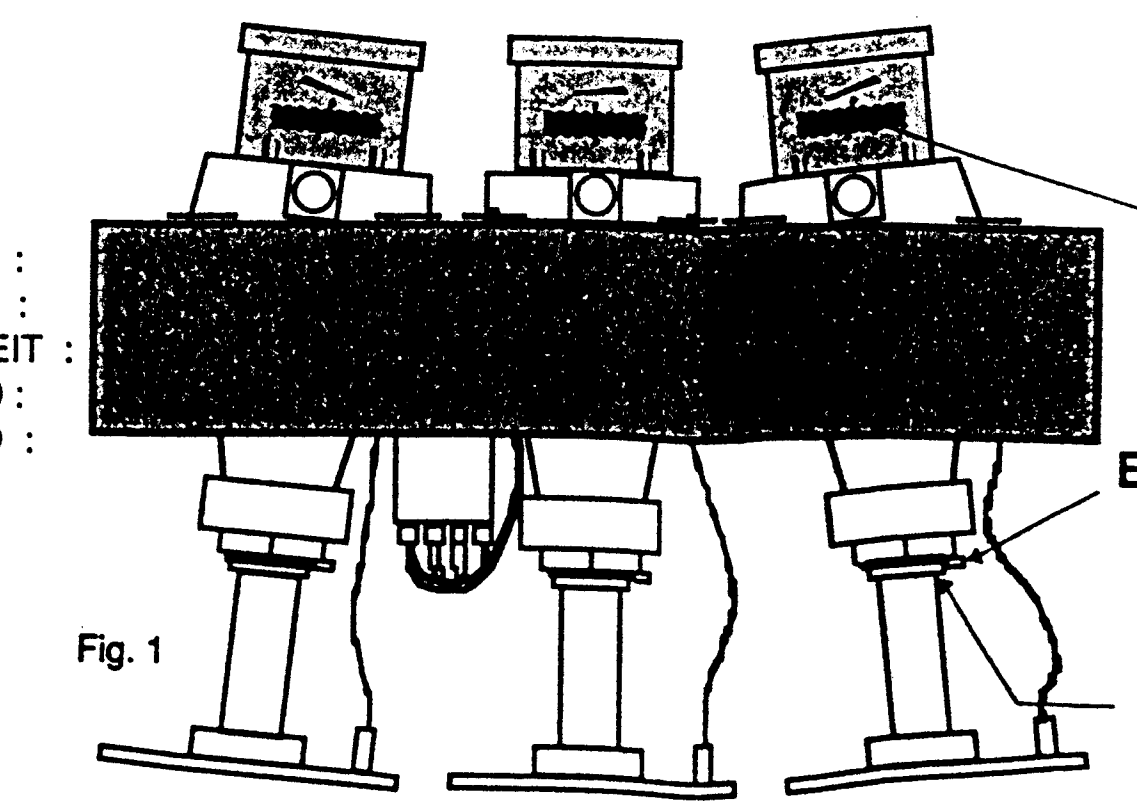

Fig. 1
| GREEN DEFLECTION YOKE POSITIONPOSITION DEVIATEUR VERTPOSITION DER ABLENKEINHEIT FÜR GRÜNPOSIZIONE DEL GIOGO DI DEVIAZIONE MAGNETICA VERDE.- POSICIÓN DEL DESVIADOR VERDE. | (EN) - Loosen the deflection yoke securing screw B ( See Fig.1 p.22).- Rotate the deflection yoke until the centre line of the grid pattern is horizontal.- Whilst push the deflection yoke hard up against the tubes bulb, tighten the securing screw B with a non-magnetic driver to a torque of 80 +/- 10 cm.Newton's ( See Fig.1 p.22).(FR) - Desserer la vis de blocage B ( Fig. 1 p.22).- Tourner le déviateur pour obtenir la ligne centrale de la mire la plus horizontale possible.- Pousser le déviateur dans la direction du col, et serrer la vis de blocage B avec un outil non magnétique (80 +/- 10 cm.N de couple) . (Voir Fig. 1. p.22).(DE) - Lösen Sie die Schraube B der Ablenkspule (Siehe Fig. 1 Seite 22).- Drehen Sie die Ablenkeinheit so, daß die Mittellinie des Gitters horizontal verläuft.- Drücken Sie die Spule fest in Richtung Röhrenkörper, wenn Sie die Schrauben mit einem nichtmagnetischen Werkzeug anziehen (80 +/- 10 N/cm Drehmoment) (Siehe Fig. 1 Seite 22).(IT) - Svitare la vite B del giogo magnetico (Vedere Illustrazione a pag.22).- Ruotare il giogo di deviazione magnetica in modo che la linea centrale della griglia sia orizzontale.- Spingere energicamente il gioco magnetico verso il bulbo del tubo e serrare la vite del giogo con un utensile non magnetico (utensile dinamometrico 80 +/- 10cm.). Vedere Illustrazione 1 a pag.22.(ES) - Afloje el tornillo B del desviador (véase el dibujo 1, página 22).- Gire el desviador para que la línea central de la rejilla esté horizontal.- Empuje el desviador con fuerza en la dirección de la bombilla del tubo y ajuste el tornillo del desviador con una herramienta no magnética (80 +/-10 cm.N, véase par). Vea el dibujo,página 22. | | | - Rotate the Green deflection yoke.- Tourner le déviateur Vert.- Drehen Sie die Ablenkeinheit für "Grün"- Ruotare il giogo di deviazione magnetica Verde.- Gire el desviador verde. |
| MAINFOCUS Red*FOCUS Blue*FOCUS Green*FOCUS Rouge*FOCUS Bleu*FOCUS Vert*FOKUS Rot*FOKUS Blau*FOKUS Grün*FUOCO Rosso*FUOCO Blu*FUOCO Verde*FOCO Rojo*FOCO Azul*FUOCO Verde* | FOCUS BlockOptical Focus*Bloc optique*Optical Focus*Optical Focus*Optical Focus* | (EN) **1 - FOCUS Red**- Cover booth the Green and Blue lenses.- Adjust the focus of the red line with the associated focus potentiometer on the Focus Block.**2 - FOCUS Green and Blue**- Repeat the procedure outlined above for both the green and blue lenses.- When adjusting the Blue lens optimise the focus of the left-hand vertical lines.OPTICAL FOCUS: *Access for optical focus adjustment is via the rear of the unit.*- Loosen the lenses small locking wing nut (A) (see figure 1.)- Finely adjust the optical focus, compromising the focus between the centre and corners.- Tighten the small locking wing nut.(FR) **1 - FOCUS Rouge**- Couvrir les tubes Vert et Bleu.- régler la concentration des lignes rouges avec le potentiometre de Focus .FOCUS OPTIQUE :*Réglage effectué par l'arrière de l'appareil .*- Dessérer les ailettes de blocage (A) (voir figure ci-dessous).- Tourner la lentille pour obtenir un réglage fin: compromis entre centre et coin.- Serrer les ailettes de blocage du bloc optique.**2 - FOCUS Vert et Bleu**répéter la totalité de la procédure pour les tubes vert et Bleu.Pour la concentration de l'optique Bleu optimiser le réglage sur une ligne verticale à gauche de l'écran .(DE) **1 - FOKUS Rot**- Decken Sie die grüne und die blaue Linse ab.- Stellen Sie den Fokus der roten Linien mit dem entsprechenden Fokuspotentiometer auf dem Fokusblock ein.OPTISCHER FOKUS :*Die Einstellung des optischen Fokus kann von der Rückseite des Gerätes vorgenommen werden .*- Lösen Sie die kleinen Flügelmutter (A) an der Linse (siehe Abb. 1).- Stellen Sie vorsichtig den optischen Fokus ein: Suchen Sie einen Kompromiß im Fokus der Bildmitte und der Bildecken.- Ziehen Sie die Flügelmuttern wieder an**2 - FOKUS Grün und Blau**Wiederholen Sie die oben beschriebenen Einstellungen für Grün und Blau.Bei der Einstellung des optischen Fokus Blau optimieren Sie die senkrechten Linien am linken Bildrand.(IT) **1 - FUOCO Rosso**- Coprire le lenti verde e blu.- Regolare il fuoco delle linee rosse utilizzando il potenziometro sul blocco della messa a fuoco.FUOCO OTTICO: Regolazione effettuata dal retro dell'apparecchio .- Svitare le alette (A) (Vedere illustrazione 1).- Mettere a punto il fuoco ottico: mantenendo un compromesso tra centro e angolo.- Fissare le alette del blocco ottico.**2 - FUOCO VERDE E blu**- Ripetere l'intera procedura per la messa a fuoco verde e blu.- Per il fuoco ottico blu ottimizzare la linea verticale sinistra.(ES) **1 - FOCO rojo:**- Cubra las lentes verde y azul.- Ajuste el foco de las líneas rojas con el potenciómetro de las mismas en el bloque de foco.FOCO ÓPTICO :*El ajuste del enfoque óptico se realiza desde la parte trasera del aparato.*- Aflojar la lente con la tuerca (A) (ver fig.1)- Ajustar el enfoque óptico, manteniendo un compromiso entre el centro y las esquinas.- Fijar la lente con la tuerca.**2 - FOCUS Green and blue**Repeat the whole procedure for green and blue.For Blue optical focus optimize the vertical left line. | | |